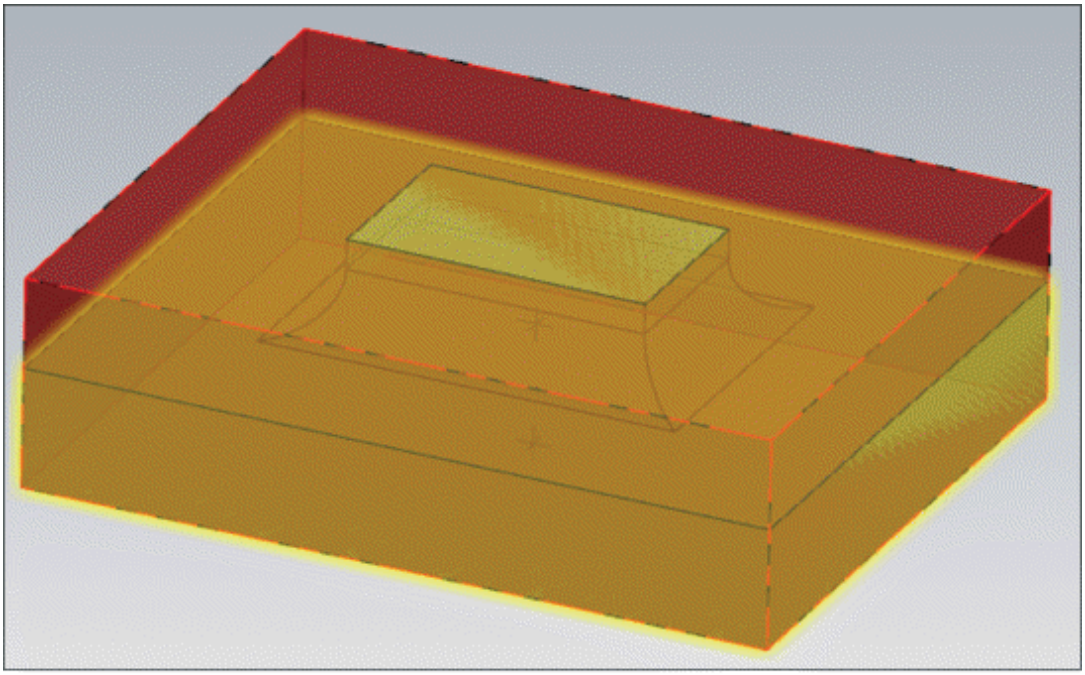

Figure-67. Preview of bounding box
- Select desired bodies to be used as reference for bounding box and click on the **`End Selection`** button. Preview of the bounding box will be displayed; refer to Figure-67.